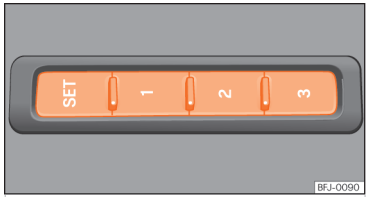

Abb. 101 Außen am Fahrersitz: Memory-Tasten.
- Taste SET länger als 1 Sekunde drücken ››› (Abb. 101).